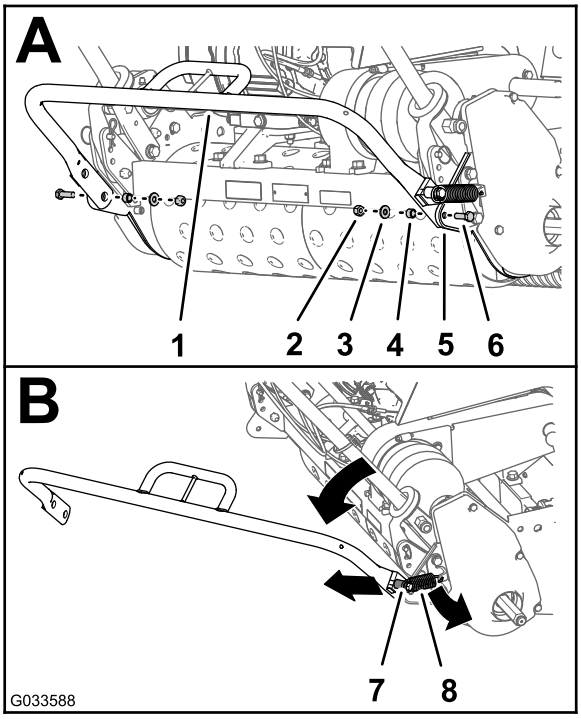

Bild 2
1. Klappen Sie den Ständer hoch und entfernen Sie die Sicherungsmutter, Scheibe, das Distanzstück und die Schraube (5/16" x 1"), mit denen jede Seite des Ständers an den Seitenplatten befestigt ist (A in Bild 2).
2. Entfernen Sie die Feder von der Federstrebe (1") des Ständers (B in Bild 2).